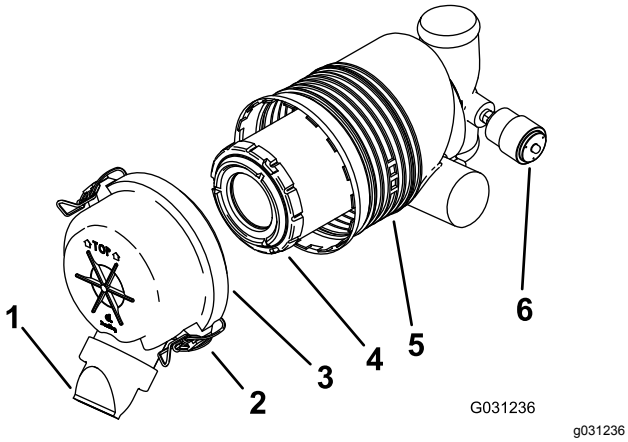

Figuur 47
Belangrijk: **Geef het luchtfilter uitsluitend een onderhoudsbeurt als de onderhoudsindicator rood is (Figuur 47). Als u het luchtfilter vervangt voordat dit nodig is, wordt alleen maar de kans vergroot dat er vuil in de motor komt als het filter wordt verwijderd.**
4. Maak de sluitingen op het luchtfilter los en trek het luchtfilterdeksel van de luchtfilterbehuizing (Figuur 47).
1. Schuif het filter voorzichtig uit de luchtfilterbehuizing (Figuur 47).
4. Monteer het filter voorzichtig (Figuur 47).
5. Monteer het luchtfilterdeksel met de kant met het opschrift TOP naar boven gericht en maak de sluitingen vast (Figuur 47).